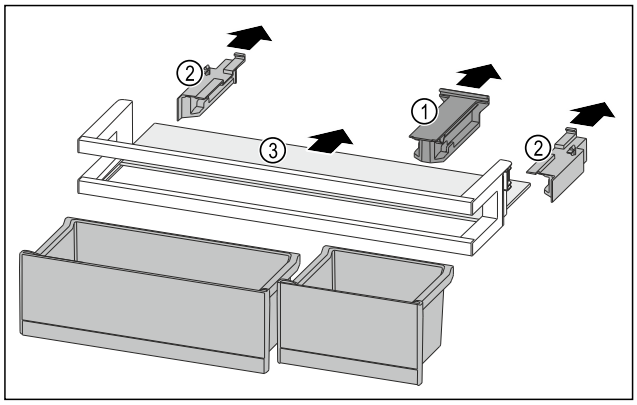

Fig. 200
▶ Halteteil *Fig. 200 (1)* abziehen.
▶ Seitenteile *Fig. 200 (2)* abziehen.
▶ Abstellfläche *Fig. 200 (3)* entnehmen.